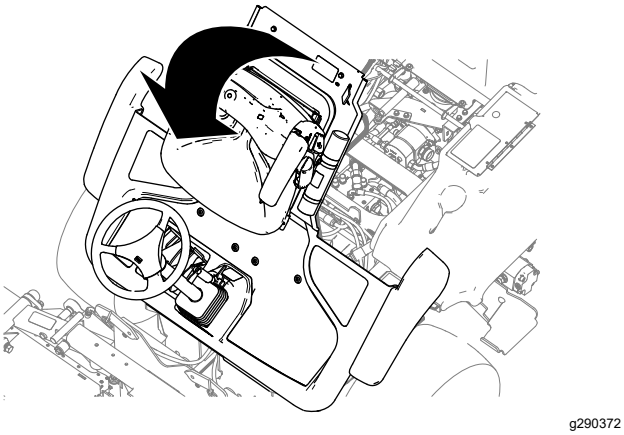

Rysunek 49
2. Unieś platformę (Rysunek 49).